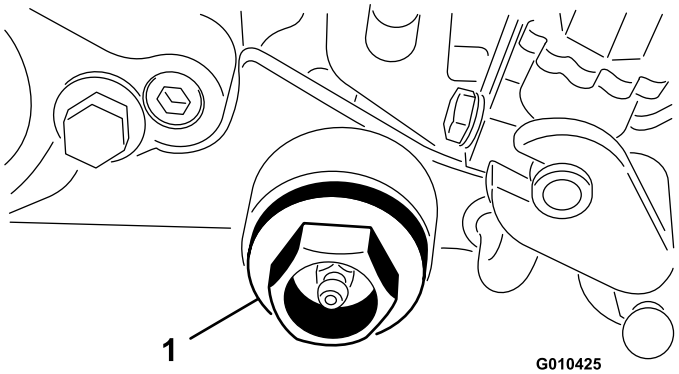

Figura 36
10. Rimuovete il tappo dell'alloggiamento del groomer (Figura 36).